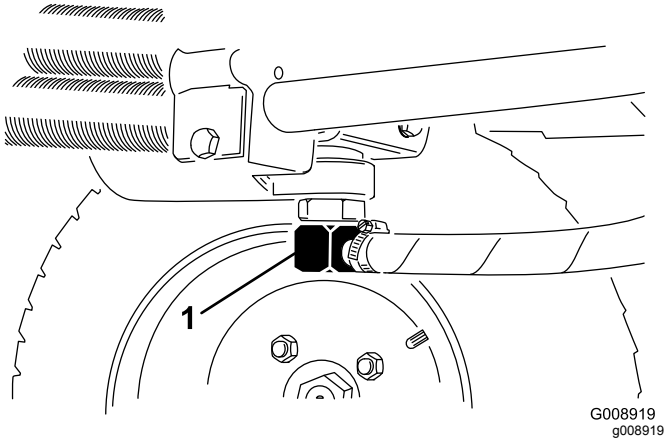
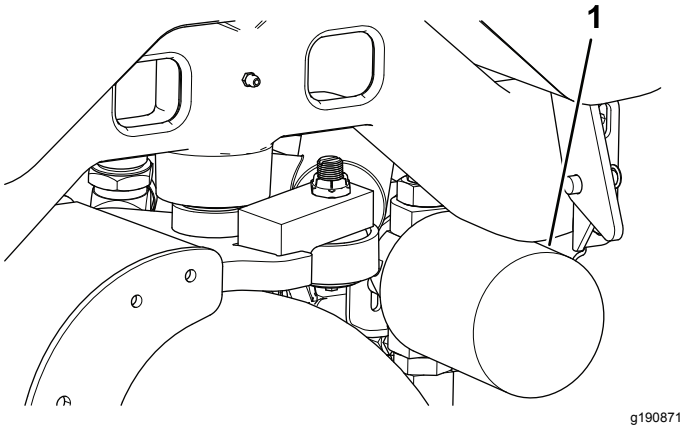

Figuur 73
Figuur 74
2. Maak de hydraulische leiding (Figuur 73) los of verwijder het hydraulische filter (Figuur 74) en laat de hydraulische vloeistof in een opvangbak lopen.
4. Plaats een opvangbak onder het filter (Figuur 74) en verwijder het filter.